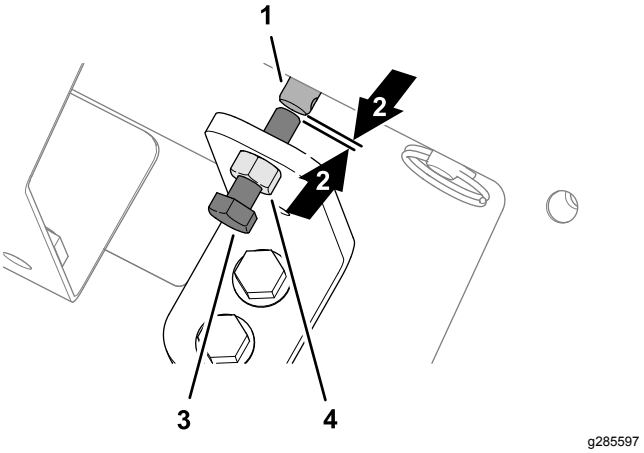

Figur 33
1. Løsn kontramøtrikken på beslaget for manuel omgåelse (Figur 33).
2. Drej sekskantskruen til ventilomgåelsen mod uret, indtil du ser et lille mellemrum mellem enden af skruen og enden af spindelen for magnetventilen for transportbåndets hastighed (Figur 33).
3. Spænd kontramøtrikken (Figur 33).